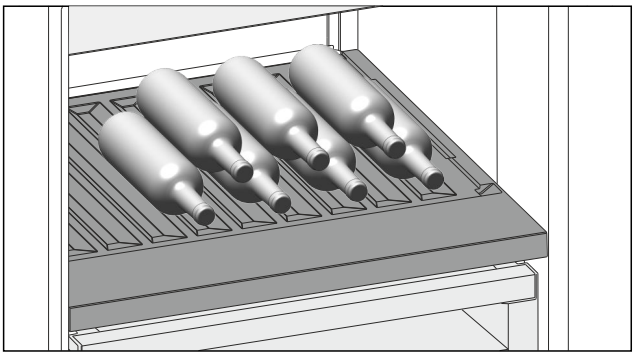

Fig. 133 Ilustrační zobrazení
- ▶ Láhve ukládejte dnem dozadu k zadní stěně. (viz Fig. 133)